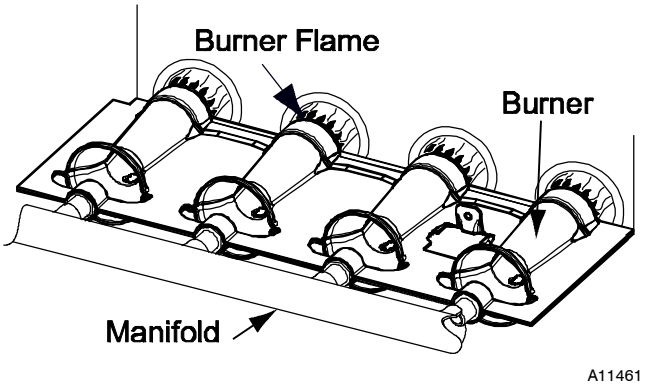

Fig. 61 - Burner Flame
i. When correct input is obtained, replace cap that conceals gas valve regulator adjustment screws. Main burner flame should be clear blue, almost transparent See Fig. 61.